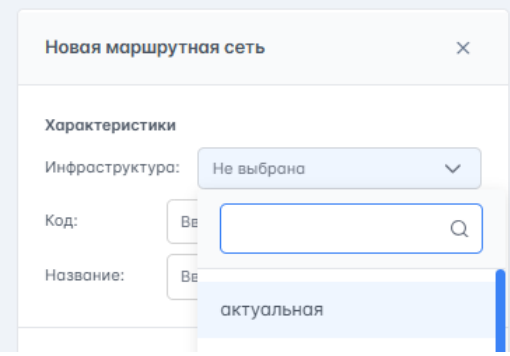

Рисунок 36 – Выбор инфраструктуры при создании МС
2. В блоке "Характеристики" заполнить поле "Инфраструктура". Для выбора инфраструктуры, к которой будет относиться данная МС, необходимо нажать на в соответствующем поле, откроется список доступных инфраструктур (рисунок 36). Далее нажать на название требуемой. Выбранная инфраструктура во всплывающем списке при повторном нажатии на будет